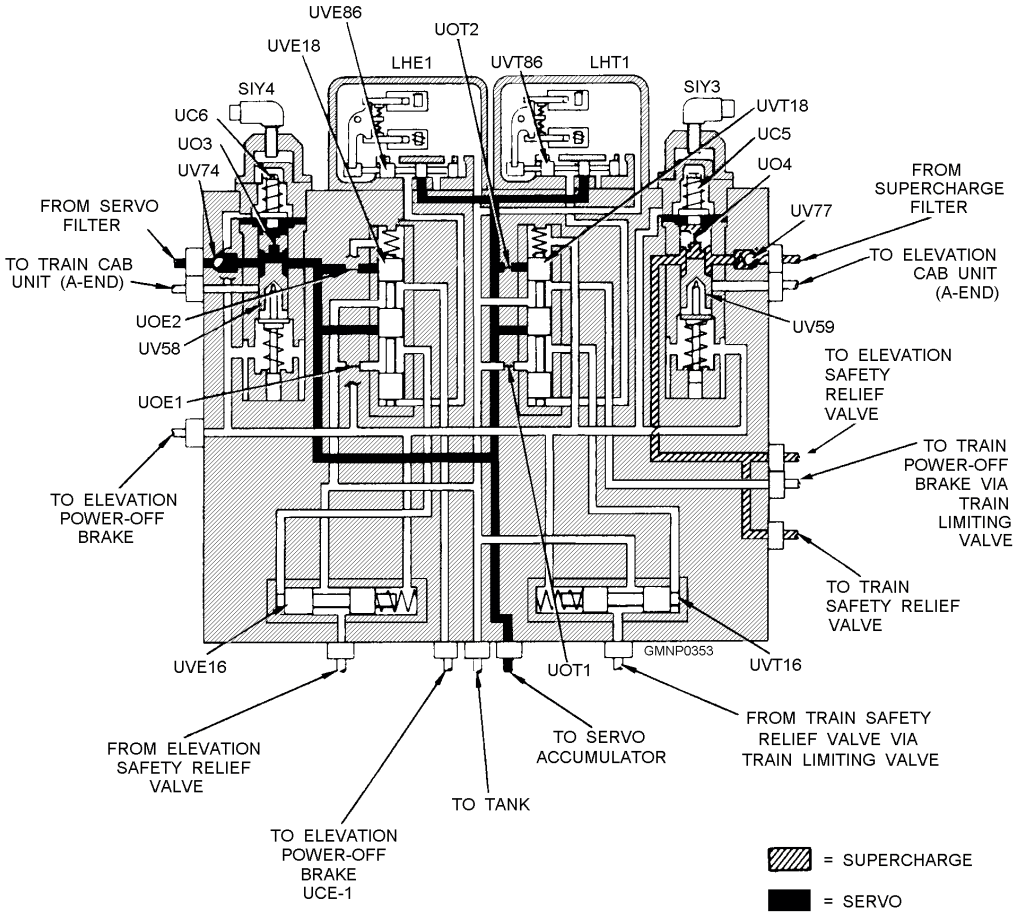

**Figure 6-6.—Auxiliary relief valve block (elevation motor started).**
**AUXILIARY RELIEF VALVE BLOCK**.—The auxiliary relief valve block (fig. 6-6) is mounted in the middle of the right trunnion support. Its purpose is to limit supercharge fluid pressure to 150 psi, limit servo fluid pressure to 450 psi, control the operation of the power-off brake, indicate by means of switches the availability of supercharge and servo fluid pressures, and provide a flow of fluid to cool the elevation and train CAB units.